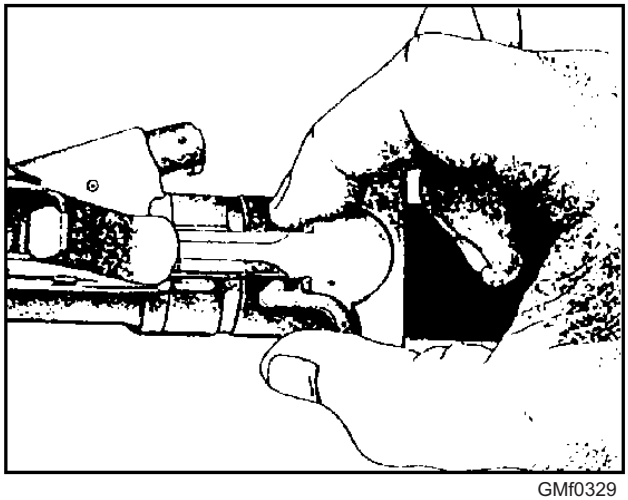
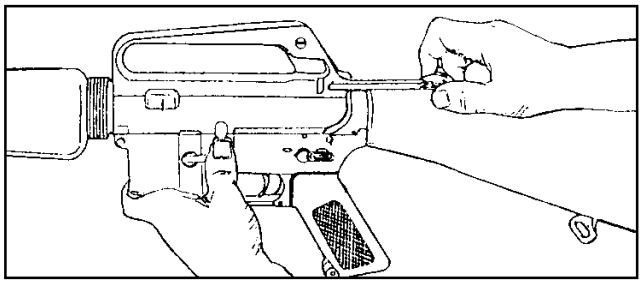

**Figure 3-29.—Pulling the charging handle rearward.**
**Figure 3-30.—Locking the bolt open.**
3. Lock the bolt open as shown in figures 3-29 and 3-30. Grasp the charging handle with the thumb and forefinger of the right hand, depress the charging handle latch with the right thumb, and pull to the rear (fig. 3-29). When the bolt is at the rear, press the bottom of the bolt catch with the thumb or forefinger of the left hand (fig. 3-30). Allow the bolt to move slowly forward until it engages the bolt catch, and then return the charging handle to its forward position.